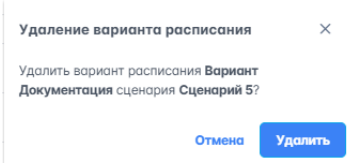

Рисунок 192 – Удаление варианта из сценария
2. В таблице данных блока вариантов текущего сценария в столбце "Опции" нажать на , откроется окно подтверждения удаления (рисунок 192).